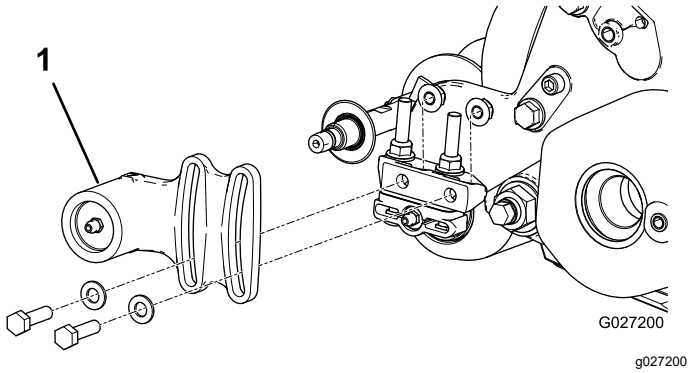
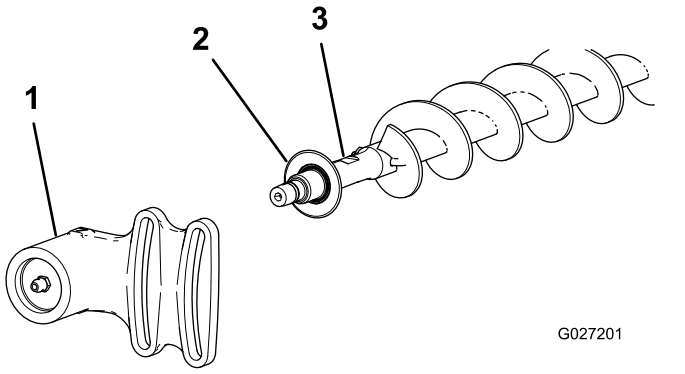

Figura 21
Figura 22
1. Si hay un cepillo del rodillo instalado en la unidad de corte, retire los 2 pernos, las arandelas y las tuercas que sujetan el alojamiento del cojinete del lado sin transmisión al soporte de montaje del alojamiento del cojinete (Figura 21 y Figura 22).
2. Retire el alojamiento del cojinete del lado sin transmisión, y el retén, del eje del cepillo (Figura 22).
9. Instale el retén y el alojamiento del cojinete del lado sin transmisión sobre el eje del cepillo (Figura 22).